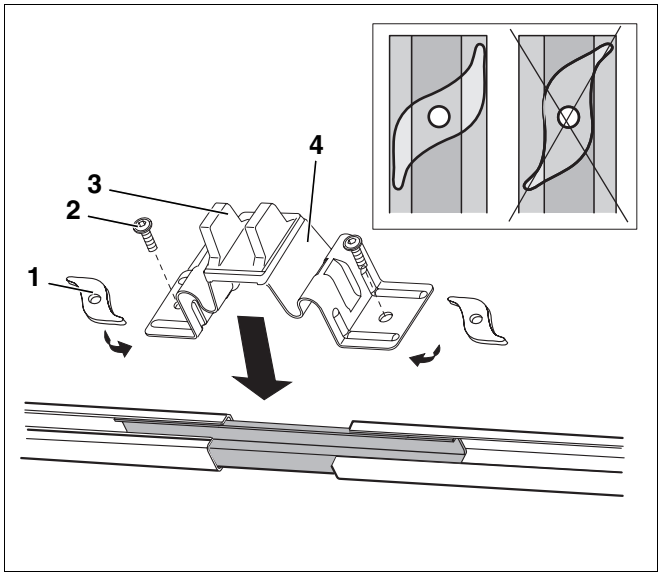
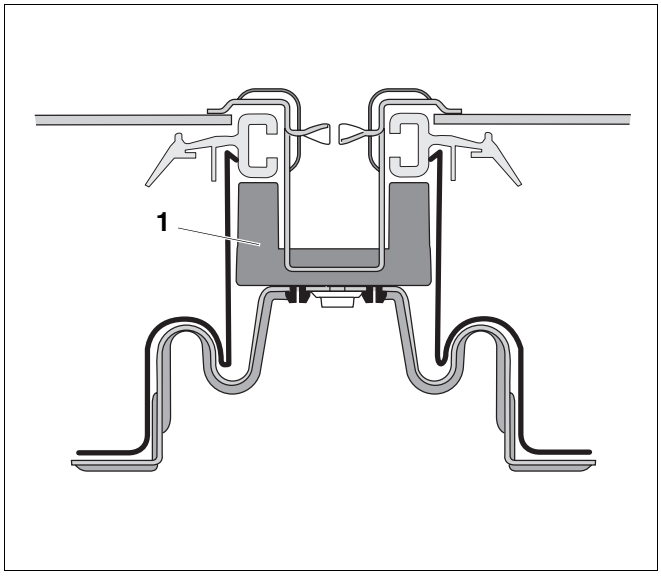

Afb. 13 Brug voor de collectorhouder monteren
Afb. 14 Afbeelding met de juiste positie van de afstandsschraag
De schroefplaten werden in de fabriek (afb. 13, **pos. 1**) met de schroeven met bolle kop (afb. 13, **pos. 2**) aan de brug voor de collectorhouder (afb. 13, **pos. 4**) voorgemonteerd.
- Plaats de voorgemonteerde brug voor de collectorhouder in het midden (afb. 13) op de twee profielrails (over de verbinding).
Let erop, dat de hoge grepen van de draaibare afstandsschraag (afb. 13, **pos. 3** en afb. 14, **pos. 1**, pagina 16), ter ondersteuning van de kader, ten opzichte van de profielrails, in een rechte hoek staan.